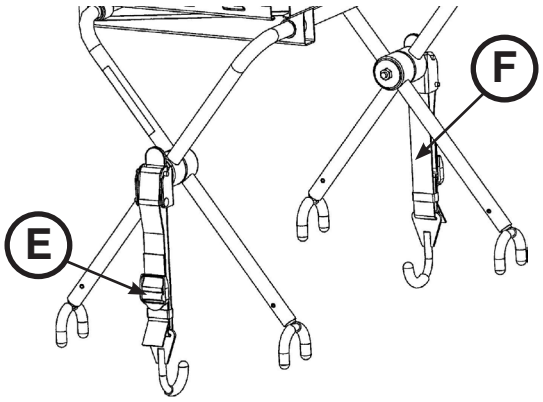

Figur 59
- Om defibrillatorplattformen inte sitter säkert fast på bårvagnen när båda spärrkrokarna är fastsatta eller om du inte kan fästa spärrkrokarna runt bårvagnens sängbottenram, ska du låsa upp fliken (E), lossa eller dra åt remmen (F) tills korrekt justering har uppnåtts, och sedan skjuta upp fliken (E) tills den låses på plats med ett hörbart klick (Figur 59).